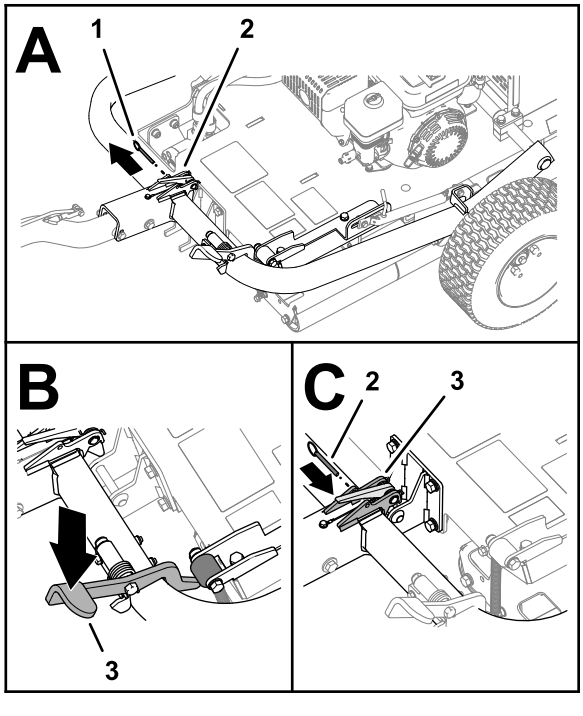

Figur 8
6. Fjern låsepinden fra låsen (hvis monteret) (Figur 8).
7. Træd på bugsertrækpedalen, indtil bugsertrækket låser på plads (Figur 8).
8. Før låsepinden ind igennem hullerne i låsen (Figur 8).